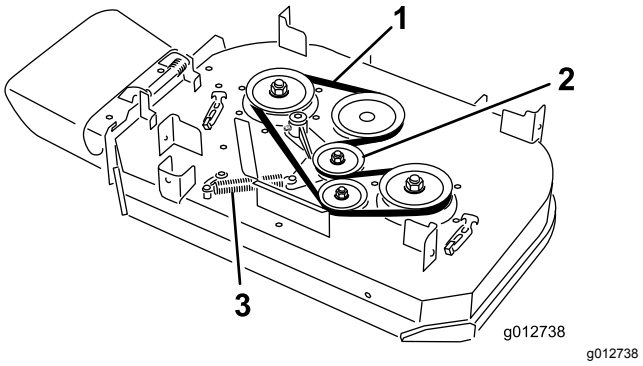

Figur 64
4. Ta bort fjädern från förankringen på mellanremskivans arm (Figur 64).
5. Ta bort den utslitna klipparremmen (Figur 64).
6. Montera den nya klipparremmen runt kopplingsskivan, däckskivorna och mellanremskivan (Figur 64).
7. Montera fjädern på förankringen på mellanremskivans arm (Figur 64).